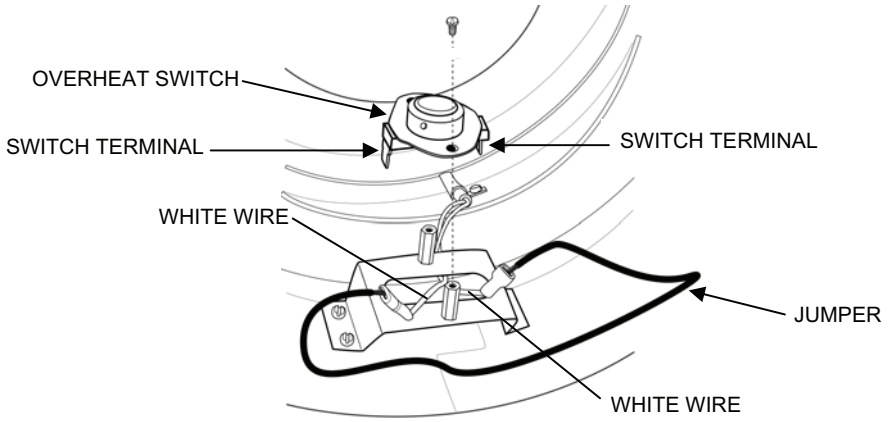

Figure 8. Diesel Heater Overheat Switch Test Set-Up.
1. Test the diesel heater overheat switch as follows (see Figure 8):